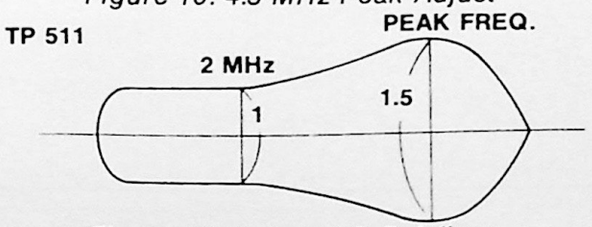

Figure 11. Q-A and Q-B Adjust
18. Adjust Q-A (R553) so that the level at the peak frequency becomes 1.5 ±0.1 times the level at 2 MHz (Figure 11).
20. Adjust the Q-B (R565) so that the level at the peak frequency becomes 1.5 ±0.1 times the level at 2 MHz (Figure 11).